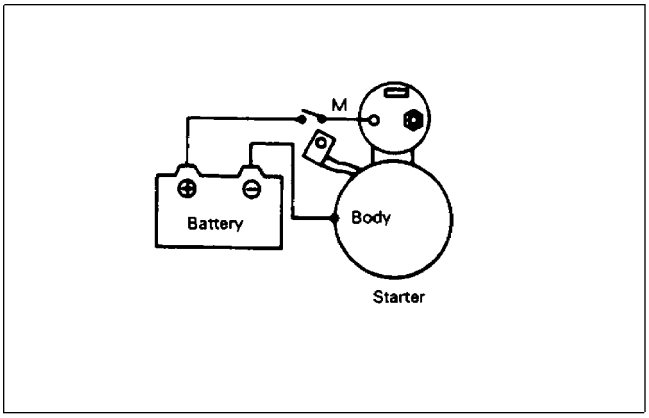

Figure 33
1. Disconnect the wire from terminal “M” (Fig. 33).